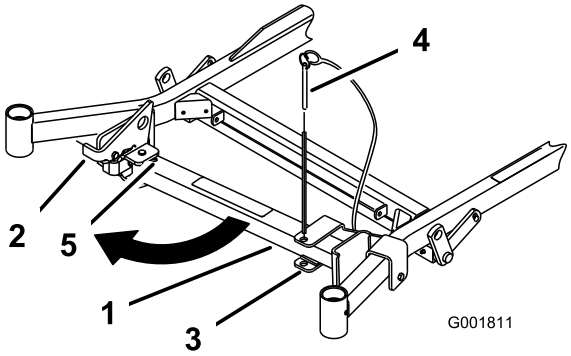
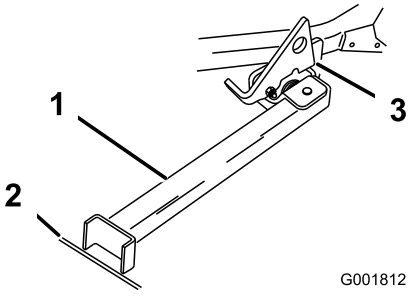

**Figuur 34**
**Figuur 35**
2. Verwijder de pen van de beugel (Figuur 34).
3. Zet de vergrendeling omhoog. Draai het voetstuk van de Z Stand aan de voorkant naar buiten en schuif de Z Stand in de richting van de machine in de onderkant van de sleuf (Figuur 34 en Figuur 35).
6. Plaats het voetstuk op de grond en laat de vergrendeling op de draailip rusten (Figuur 35).
**Opmerking:** Om de beste resultaten te verkrijgen, moet u het voetstuk in spleten in een voetpad of een gazon plaatsen (Figuur 35).
8. Rij de machine de Z Stand op. Stop de machine als de vergrendeling boven de lip in de vergrendelde stand valt (Figuur 35). Als de machine op de Z Stand staat, stelt u de parkeerrem in werking en zet u de motor af.
7. Zet de Z Stand terug in de ruststand (Figuur 34).